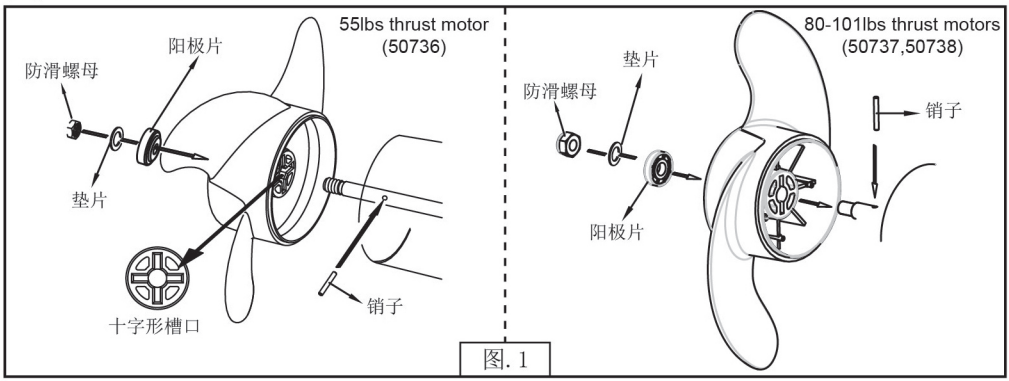

图. 1
1.首先将螺旋桨固定销以水平方向穿进电机轴销孔内，再把螺旋桨装入电机轴上（螺旋桨背面的销槽必须与固定销对正装合）最后把阳极片、不锈钢垫片和螺母安装入电机轴上。（如图. 1）